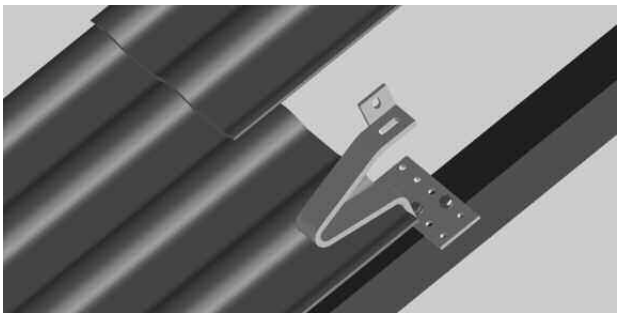

Abb. 6: Dachhakenmontage (Abb. Dachhaken Art.-Nr. 136 12 62)
1. Dachhaken gemäß Abb. 6 montieren und mit Holzschrauben auf dem Sparren befestigen. Bauseits ist eine ausreichende Verankerung der Dachhaken an der Dachkonstruktion zu gewährleisten. Aufgrund der Gesamtbelastung in Regionen mit hohen Schnee- und Windlasten ist eine Freigabe durch ein Statikbüro einzuholen.